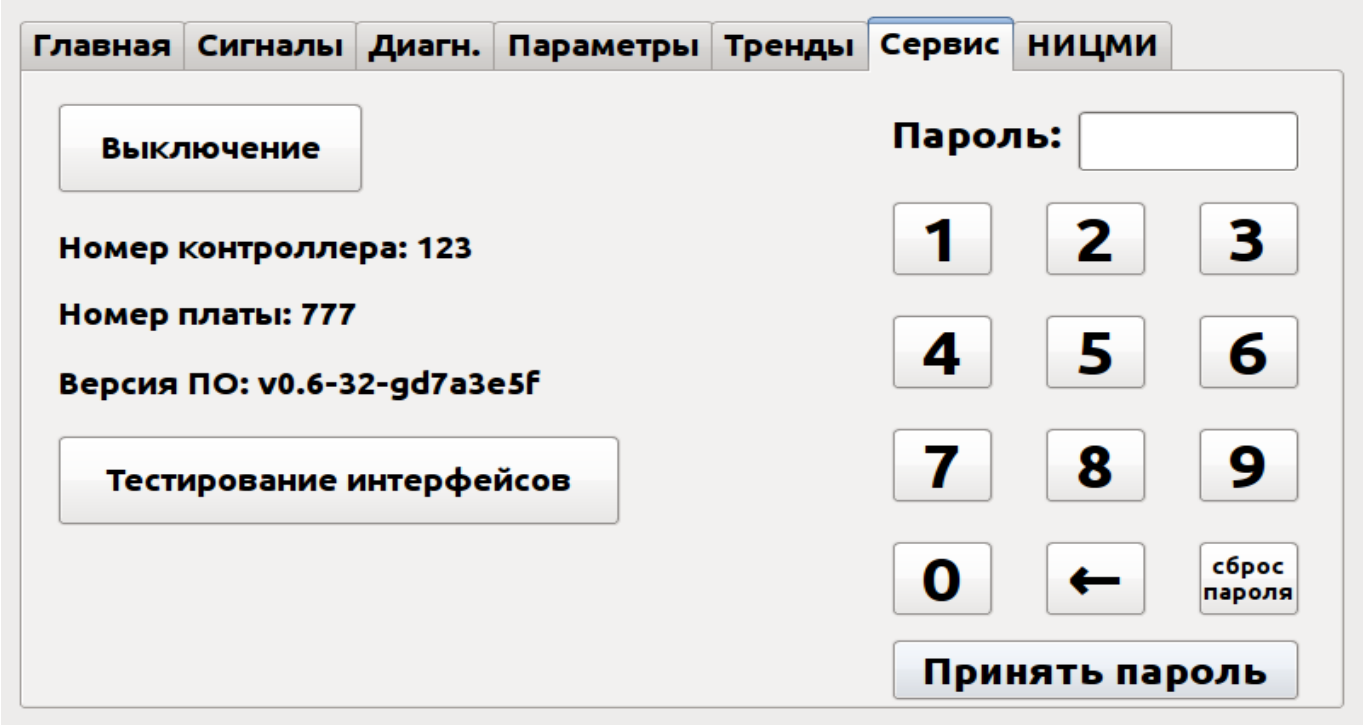

Рис. 8
4.1. В процессе работы оборудования возможно возникновение необходимости перенастройки прибора для обеспечения решения различных технологических задач. Для изменения системных параметров в основном окне программы вначале нажимают на вкладку «Сервис». В появившемся окне (рис. 8) вводят